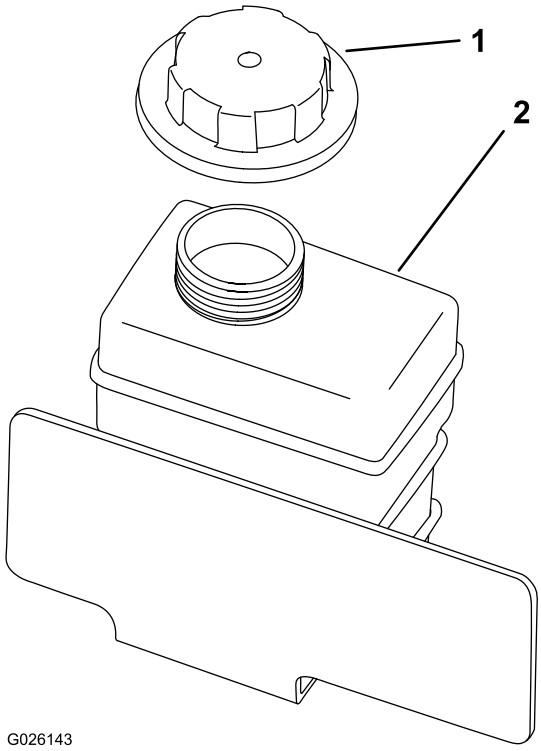

**Figur 17**
2. Kontrollera kylvätskenivån i reservtanken (Figur 17).